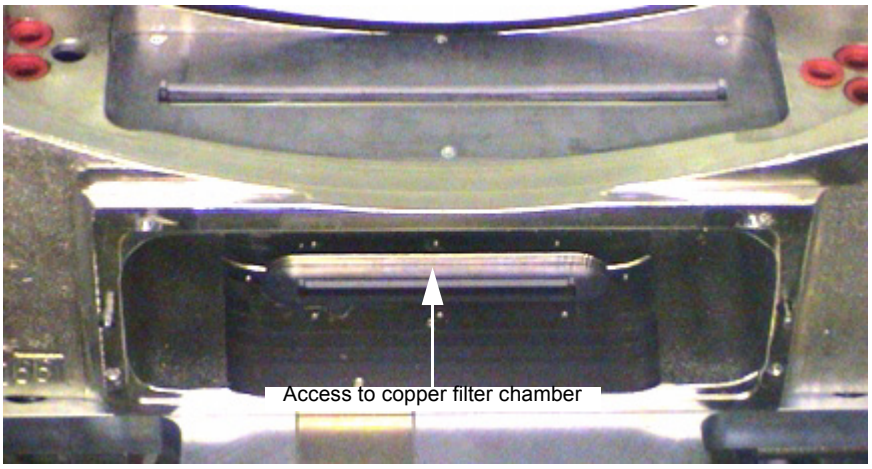

Figure 11-18 Cleaning Collimator Interior
8.) Rotate gantry so collimator is at 6 o'clock. See Figure 11-18.